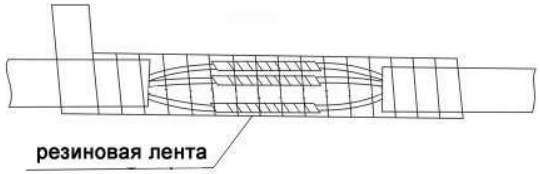

Рис. 12
3. Для обмотки места соединения кабеля используйте резиновую ленту, для этого снимите с нее защитную пленку и плотно обмотайте место соединение не менее двух раз. См. рис. 12.